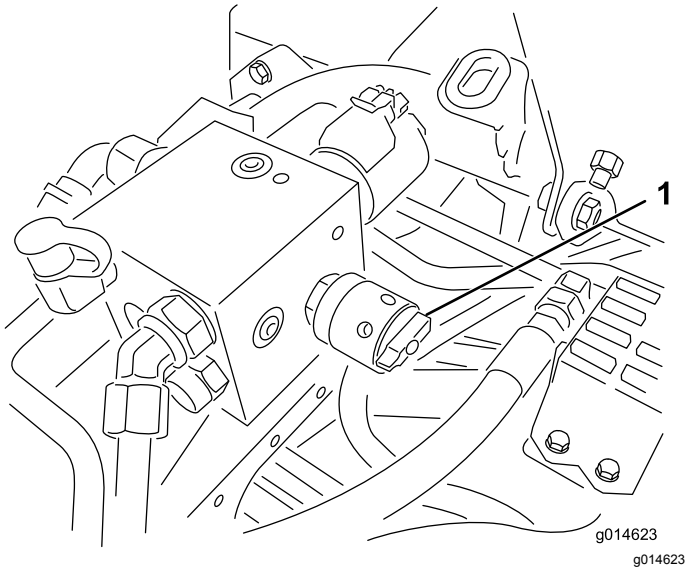

Figur 56
6. Vrid cylinderhastighetsreglaget till inställningen 1 (Figur 56).